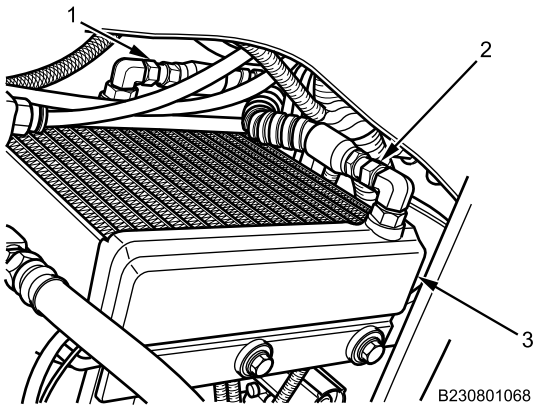

Figure 6. Transfer Case Oil Cooler and Hoses.
4. Install transfer case cooling hoses (Figure 6, Item 1 and 2) on transfer case oil cooler (Figure 6, Item 3) and tighten securely.